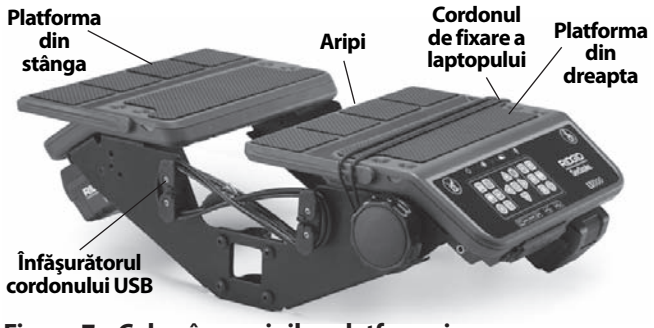

Figura 7 – Coborârea aripilor platformei
5. Treceţi cordonul USB al LT1000 spre portul USB al laptopului şi conectaţi-l în port. Înfăşuraţi orice surplus de cordon pe înfăşurătorului cordonului. (*Vezi figura 7.)*